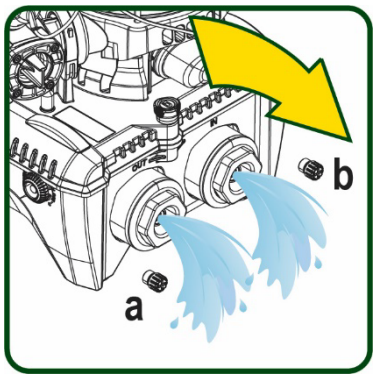

Fig. 20
5. Ta bort de två avtappningspluggarna och låt vattnet som finns inuti rinna ut från båda (ca 11 L, fig. 20).